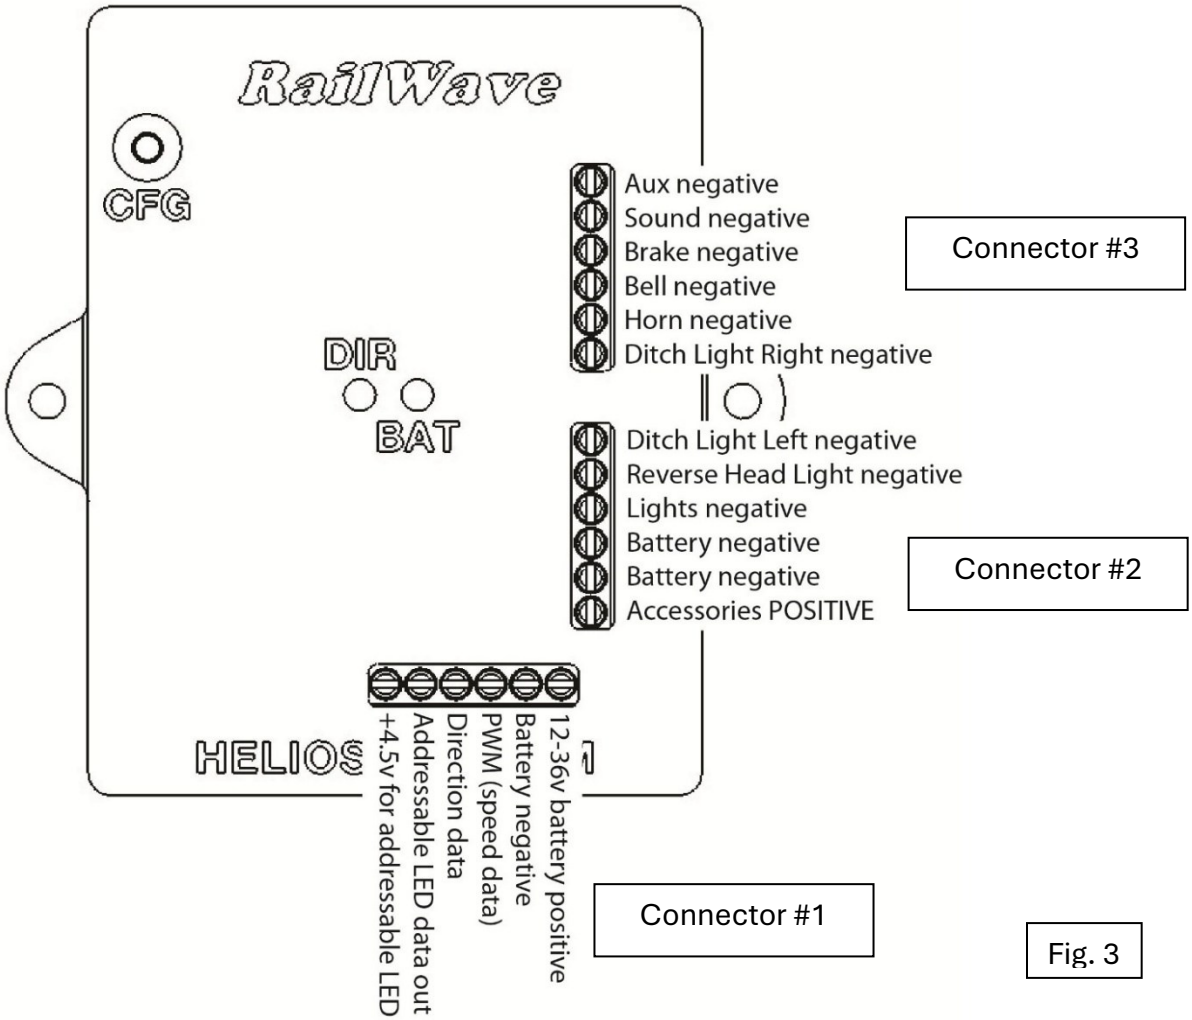

Fig. 3
- The negative side of the Accessory will go to the RailWave Receiver. Refer to Fig 3 for connection details.